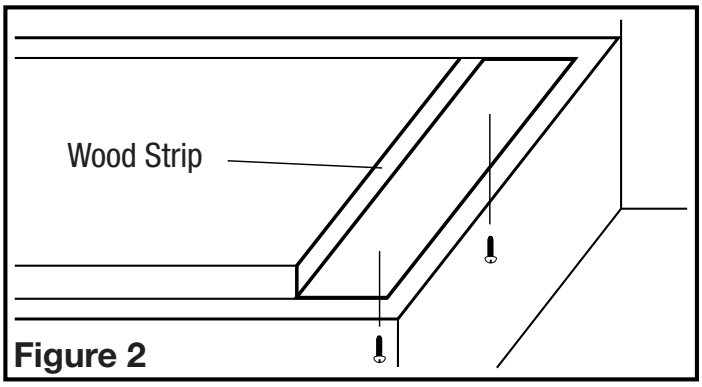

Figure 2
1. If the hood will be installed under cabinets that have a recessed bottom, it will be necessary to install wood mounting strips (not included) so the hood will mount properly **(Figure 2).**